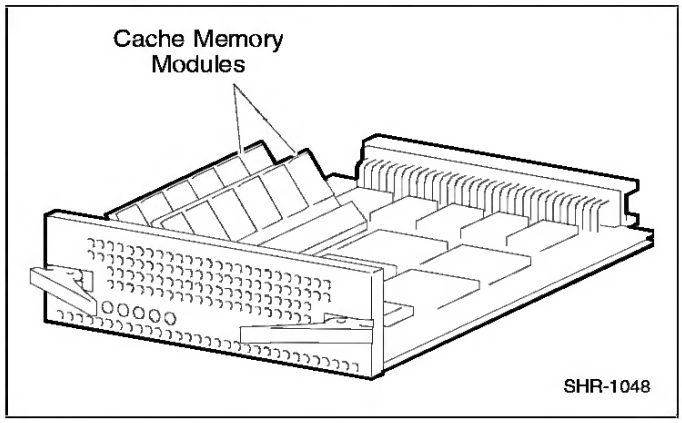

Figure 3-19. Controller cache modules
4. Remove the two installed cache memory SIMM modules by releasing the locking clips at each end of the module until it disengages and snaps into an upright position as shown in Figures 3-19 and 3-20.